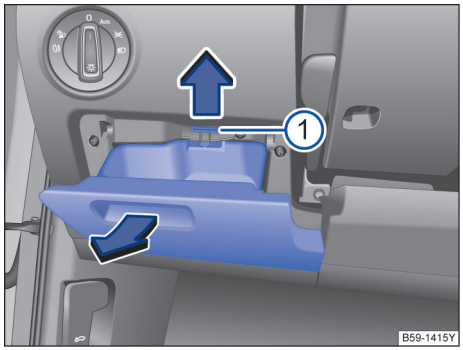

图 214 在驾驶员侧仪表板上：保险丝盒盖板
– 打开驾驶员侧储物箱→ 图 214。
– 沿箭头方向向上按压定位凸缘 ①，同时将储物箱进一步打开并取下，直至可够到保险丝座。